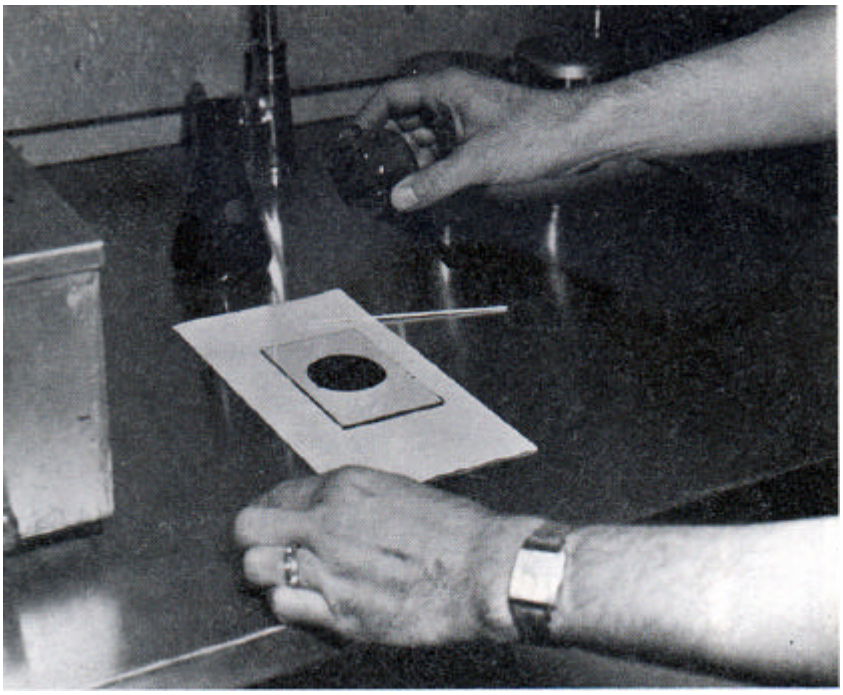
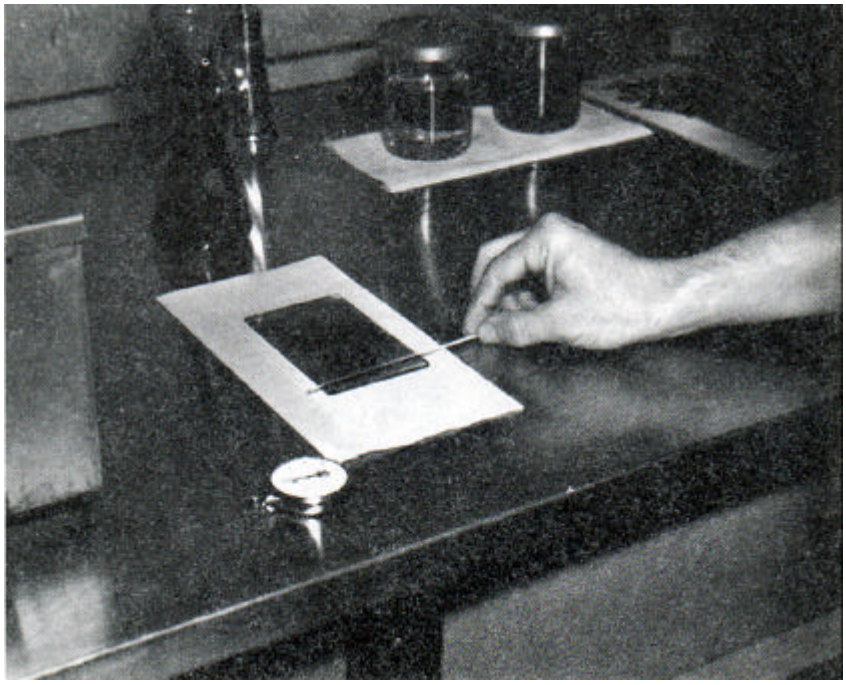

FIGURE 3
FIGURE 4
5. Pour a spot, about 50 mm in diameter, of the solvent-asphalt solution on a clean 101.6 mm x 127 mm glass evaporation plate (see Figure 3). Spread the solution evenly on the plate with a hardwood applicator (see Figure 4); let set for 15 seconds; then place the plate immediately in the nitrogen evaporation box.